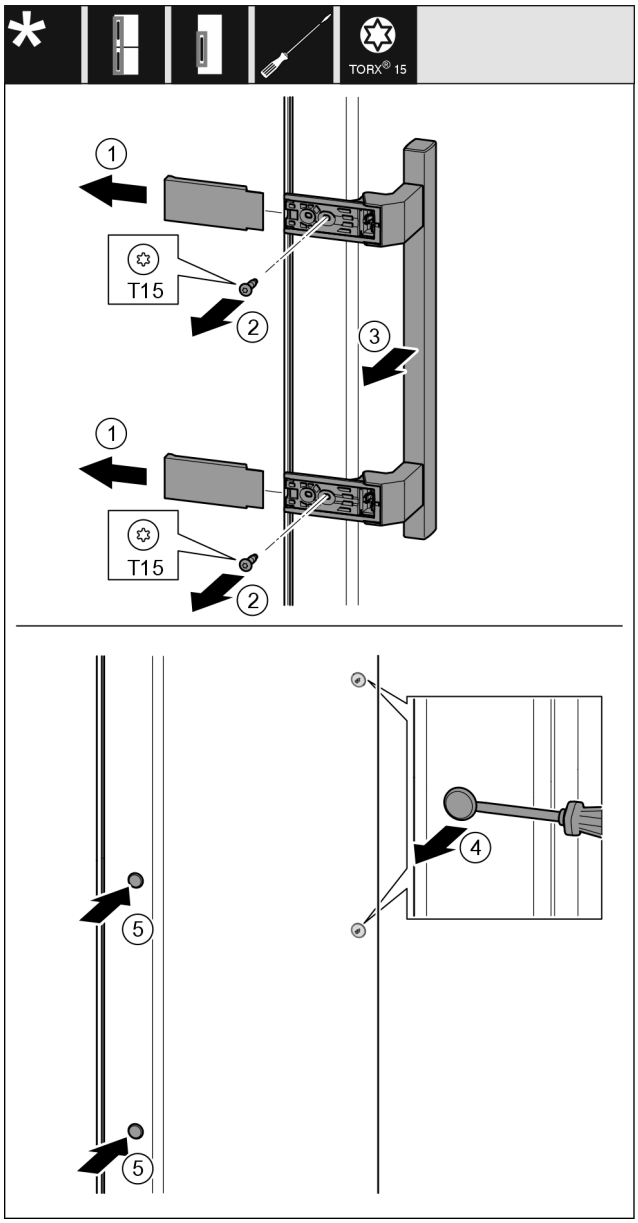

Fig. 21
▶ Abdeckung *Fig. 21 (1)* abziehen.
▶ Schrauben *Fig. 21 (2)* mit Schraubendreher herausdrehen.
▶ Griff *Fig. 21 (3)* abnehmen.
▶ Seitlichen Stopfen *Fig. 21 (4)* vorsichtig mit einem Schlitzschraubendreher anheben und herausziehen.
▶ Stopfen *Fig. 21 (5)* auf der anderen Seite wieder einsetzen.